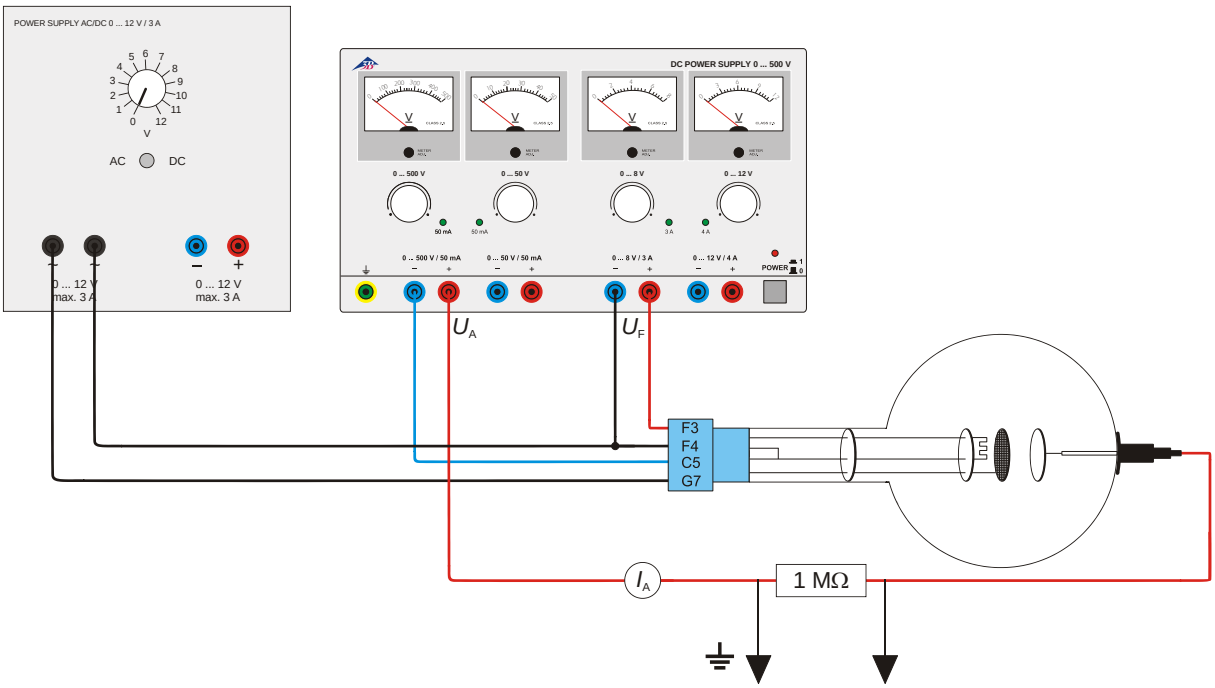

Fig. 4 Triode als Verstärker
- Schaltung gemäß Fig. 4 vornehmen.